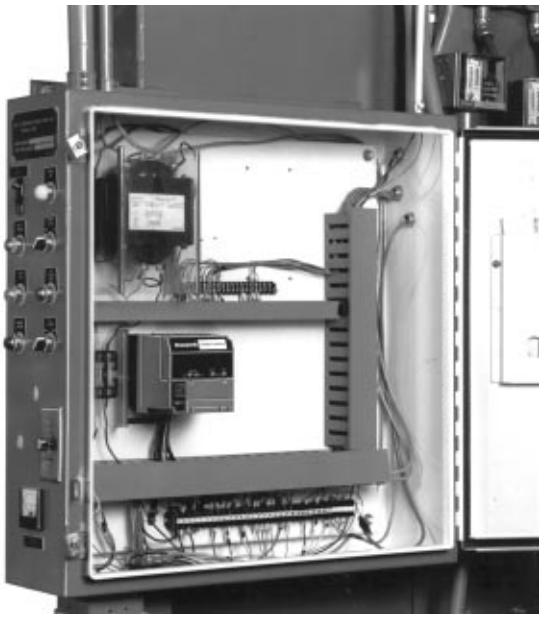

Fig. 7. Electrical panel installation.
❶ Mount the Relay Module vertically, see Fig. 7, or mount horizontally with the knife blade terminals pointing downward. The Relay Module must be in an electrical enclosure.
❷ Select the location in the electrical enclosure. Be sure to allow adequate clearance for servicing, installation and removal of the Relay Module, Keyboard Display Module, flame amplifier, flame amplifier signal voltage probes, electrical signal voltage probes, and electrical connections.
❸ Make sure no subbase wiring is projecting beyond the terminal blocks. Tuck wiring in against the back of the subbase so it does not interfere with the knife blade terminals or bifurcated contacts.